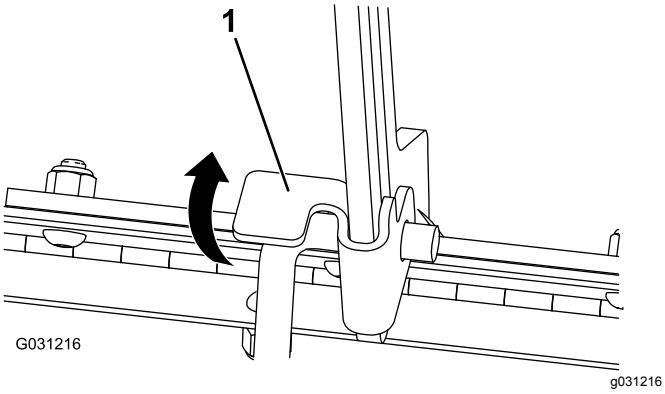

Rysunek 40
1. Unieś za uchwyt zabezpieczający podpórkę (Rysunek 40)